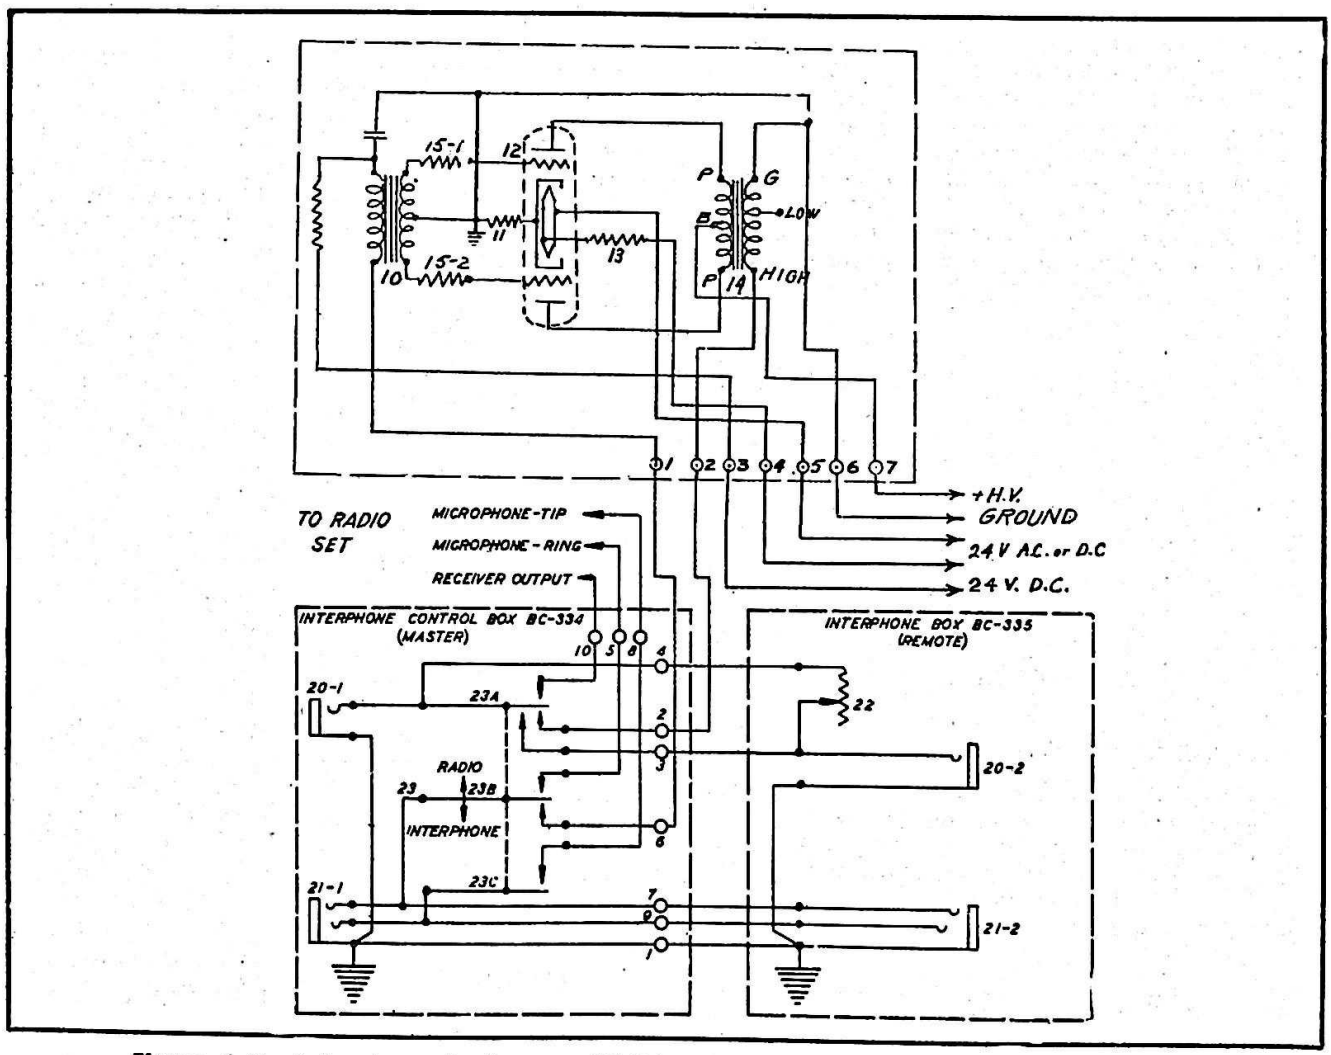

Figure 1-9. Interphone Equipment RC-34—Typical Installation, Schematic Diagram
(1) Place the selector switch on Interphone Control Box BC-334 in the "INTERPHONE" position. This connects both microphones and both headsets to the interphone amplifier (See fig. 1-9.)
(2) Close either microphone switch and speak into the associated microphone. An accurate reproduction of the speaker's voice will be heard in each headset.
(3) The volume control on Interphone Box BC-335 is not effective on the interphone circuit.
(1) Place the selector switch on Interphone Control Box BC-334 in the "RADIO" position. This connects both microphones and both headsets to the radio set. (See Fig. 1-9.) The output of the radio receiver will be heard in each headset.
(2) Since a volume control is not provided on Interphone Control Box BC-334, the pilot controls the output level in both headsets by means of the radio receiver volume control. It is possible to reduce the output level at the remote position by means of the control on Interphone Box BC-335.
(3) Close either microphone switch and speak into the asssociated microphone. The transmitter will be modulated and the voice output of the sidetone circuit will be heard in the headset, provided that the "VOICE-CW-TONE" switch on the transmitter control box is in the "VOICE" position.